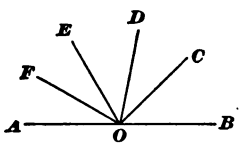

FIG. 14.
33. From the foregoing it will be evident that if a number of straight lines on the same side of a given straight line meet at the same point, the sum of all the angles formed is equal to two right angles, or 180°. Thus, in Fig. 14, angles $COB + DOC + EOD + FOE + AOF$ = 2 right angles, or 180°.